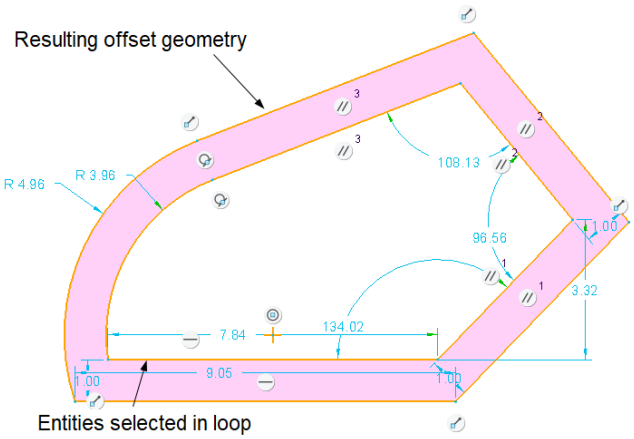

Figure 3-22 Offset created in loop mode
4. You can create offset of a closed loop generated by two or more entities. To do so, select the **Loop** radio button from the **Type** dialog box and then select an entity of the loop; the **Enter offset in the direction of the arrow [Quit]** edit box will be displayed above the drawing area. Specify the offset value in this edit box and choose the **OK** button; the offset of the selected loop will be created, refer to Figure 3-22.